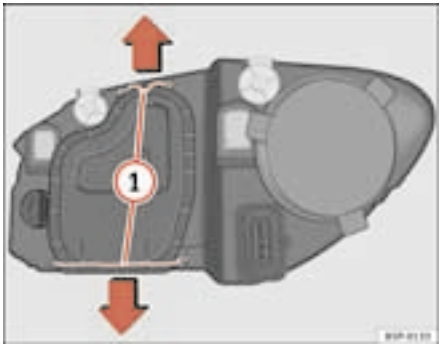

Fig. 179 Dipped head-lights
– Remove the loops ⇒ fig. 179 (1) in the direction of the arrow and remove the cover.